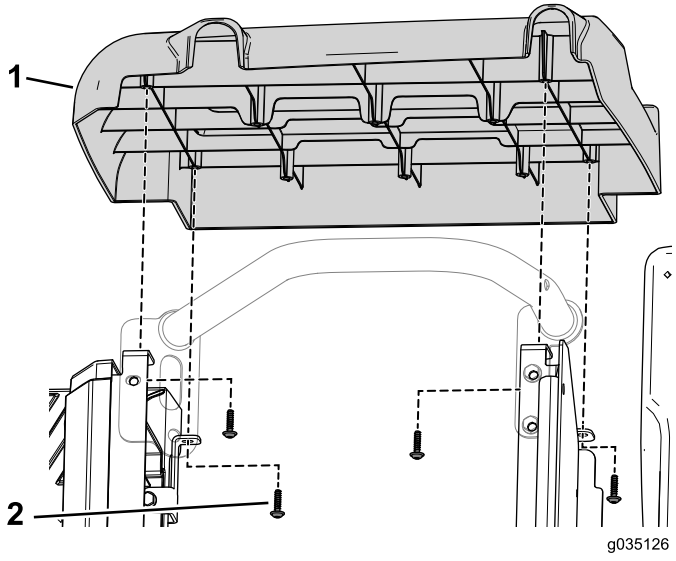

Figure 54
3. Remove the 4 self-tapping screws securing the right side cover to the machine (Figure 54).